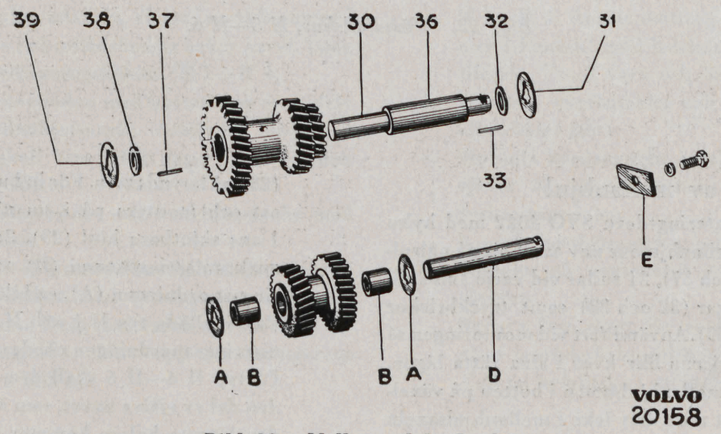

Bild 20. Mellan- och backaxlar.
5. Vänd växellådan med botten upp samt driv in mellanhjulsaxeln *bakifrån*. Spåret i axeln skall vara i rätt läge för låsbrickan (E bild 20).